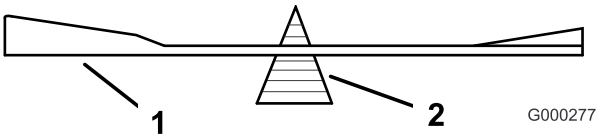
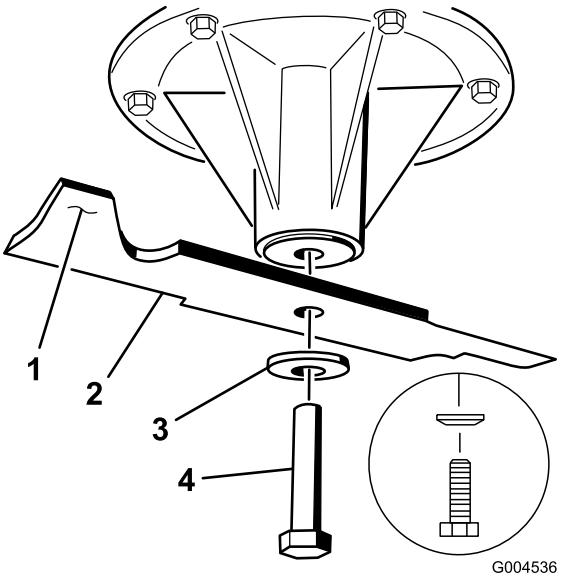

Figuur 82
Figuur 83
2. Verwijder de mesbout, de veerschijf en het mes van de spilas (Figuur 83).
2. Controleer de balans van het mes met een mesbalans (Figuur 82). Als het mes horizontaal blijft, is het in balans en geschikt voor gebruik. Als het mes niet in balans is, moet u wat metaal afvijlen van het uiteinde van de vleugel (Figuur 83). Herhaal dit indien nodig totdat het mes in balans is.
1. Monteer het mes op de as (Figuur 83).
2. Monteer de klemring en de mesbout. De conus van de klemring moet worden gemonteerd op de boutkop (Figuur 83). Draai de mesbout vast met een torsie van 115–150 Nm.